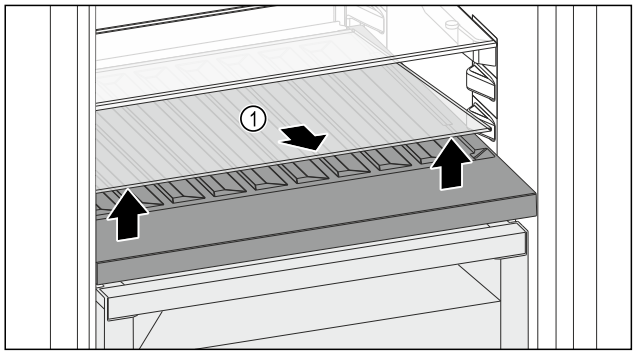

Fig. 145
▶ Приподнимите стеклянную пластину *Fig. 145 (1)* за выемку спереди и извлеките.
▶ Уложите стеклянную пластину *Fig. 145 (1)* на хранение вне устройства.